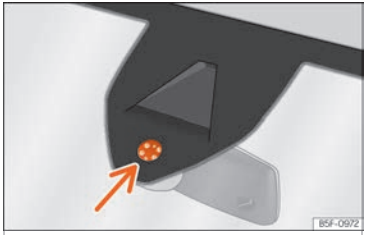

Fig. 103 Rain sensor sensitive surface
Possible causes of faults and mistaken readings *on the sensitive surface* ››› Fig. 103 of the rain sensor include:
- **Clean the sensitive surface of the rain sensor regularly and check the blades for damage ››› Fig. 103 (arrow).**